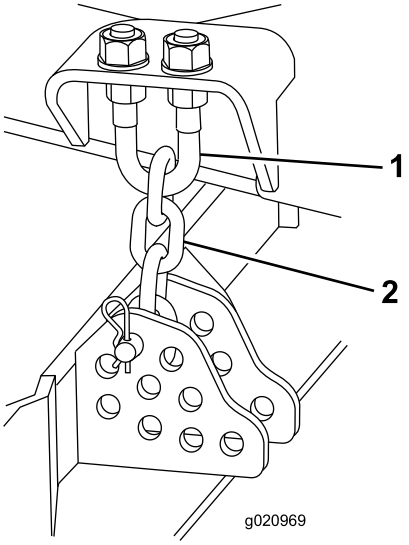

Figuur 76
4. Verwijder de R-pen en de gaffelpen waarmee de maaihoogtekettingen zijn bevestigd aan de achterkant van het maaidek (Figuur 76).